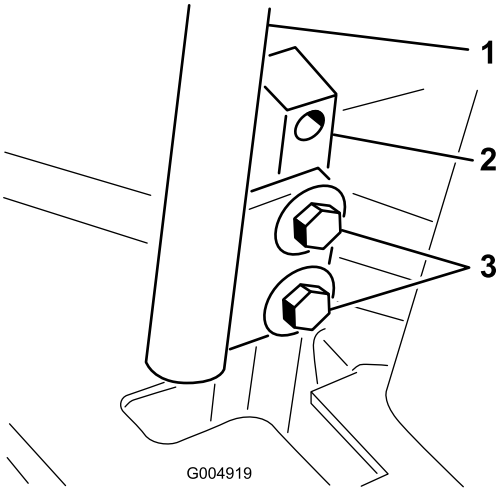

Figura 58
3. Afloje los pernos que sujetan las palancas de control (Figura 58).